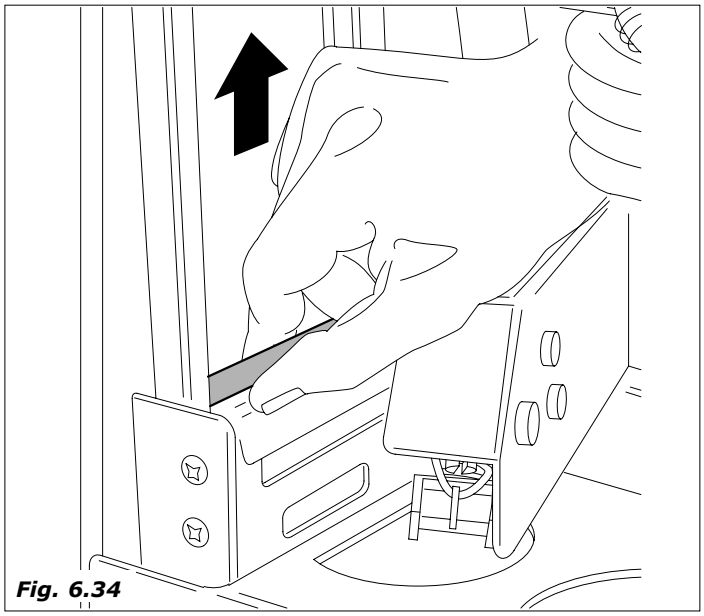

Fig. 6.34
- Tirar o peso de metal do incolonador (*Fig. 6.34*)